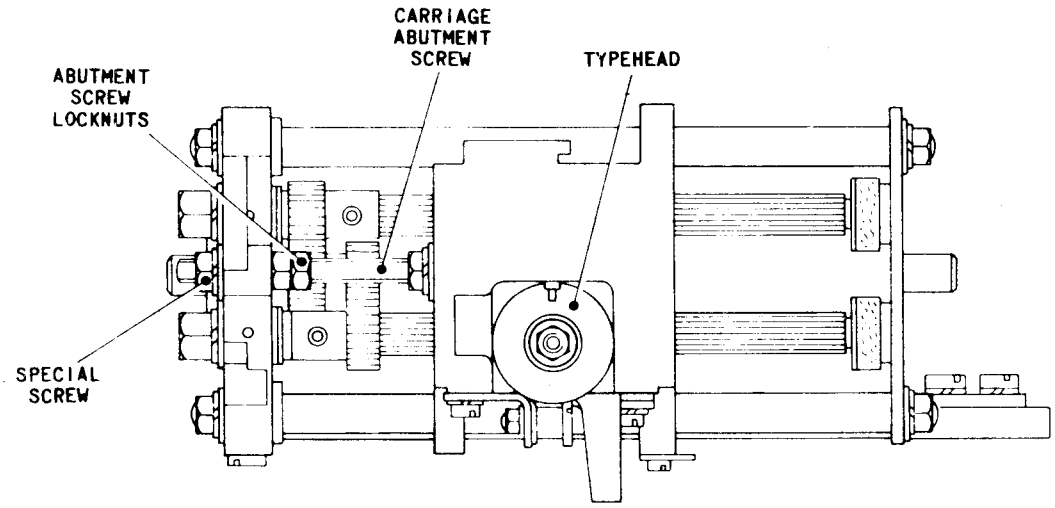

FIG.L.18 TYPEHEAD CARRIAGE MECHANISM
20.2 If necessary, slacken the special screw securing the typehead carriage abutment screw, Fig.L.18, and adjust the locknuts along the abutment screw until the condition is satisfied. Tighten the locknuts and the special screw.